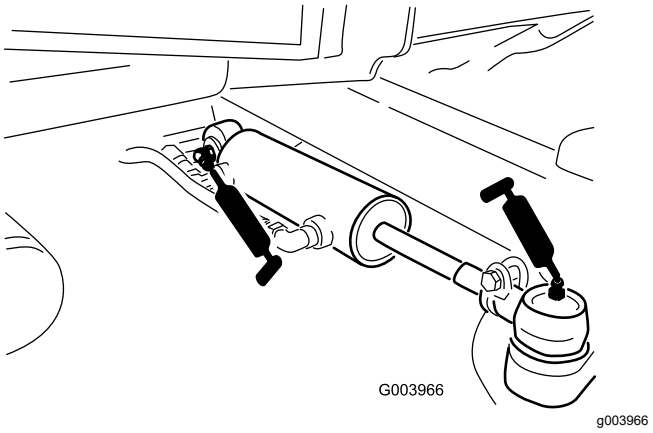

Figura 106
- Articulaii sferice cilindru de direcie (2) (Figura 106)